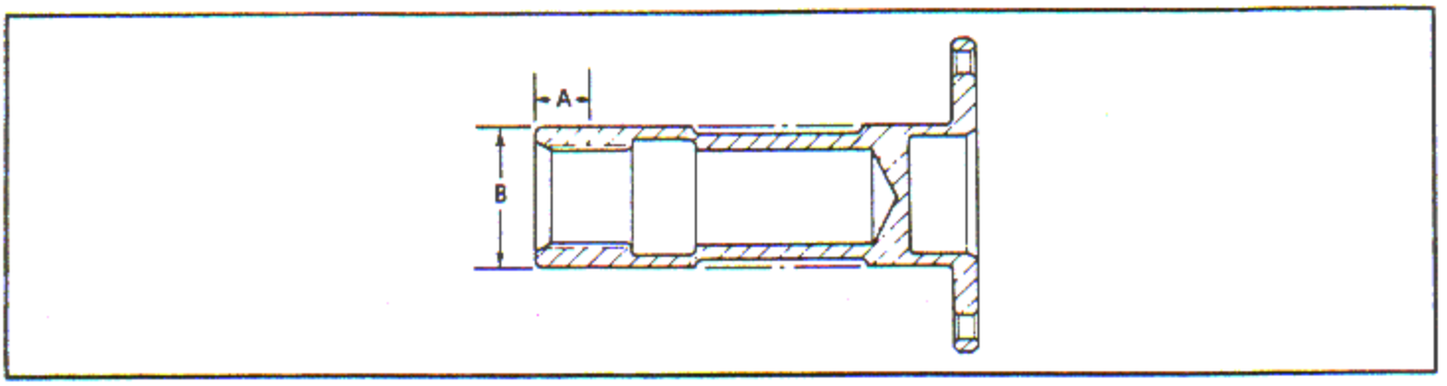

Figure 6-259. Magneto Drive Shaft
a. The OD of the affected area may be ground to a minimum of 1.205 inches for a distance of 0.620 - 0.640 inch measuring from the anti-propeller end toward propeller end prior to plating. See area A in figure 6-259.
b. The thickness of chrome plate must not exceed 0.005 inch, and must be of constant diameter with the nonplated portion of shaft after finish grinding to the OD limit which is 1.2155 - 1.2165 inches. See diameter B in figure 6-259.